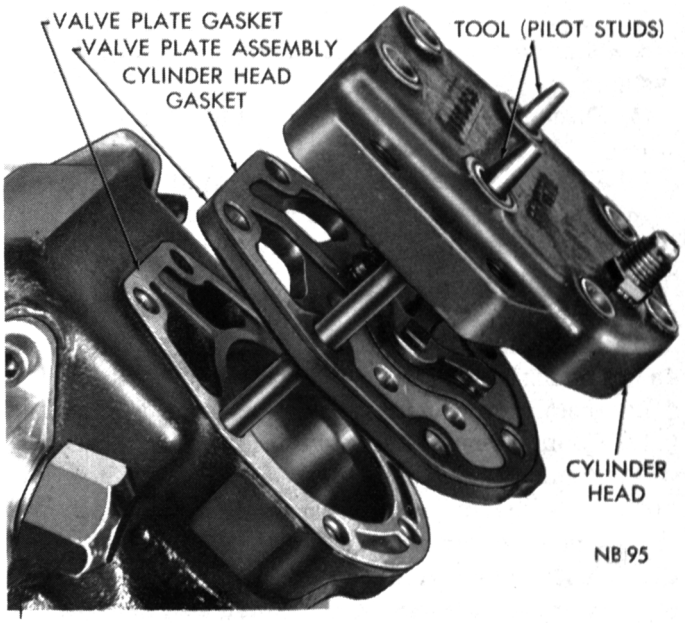

Fig. 60—Installing Valve Plate and Cylinder Head
(2) Using the pilot studs as a guide, install the valve plate gasket, valve plate, cylinder head gasket and cylinder head (Fig. 60).
(3) Install the attaching bolts. Tighten each bolt alternately and evenly to 18 to 24 foot-pounds (name plate bolts) and 20 to 26 foot-pounds on the remaining bolts.